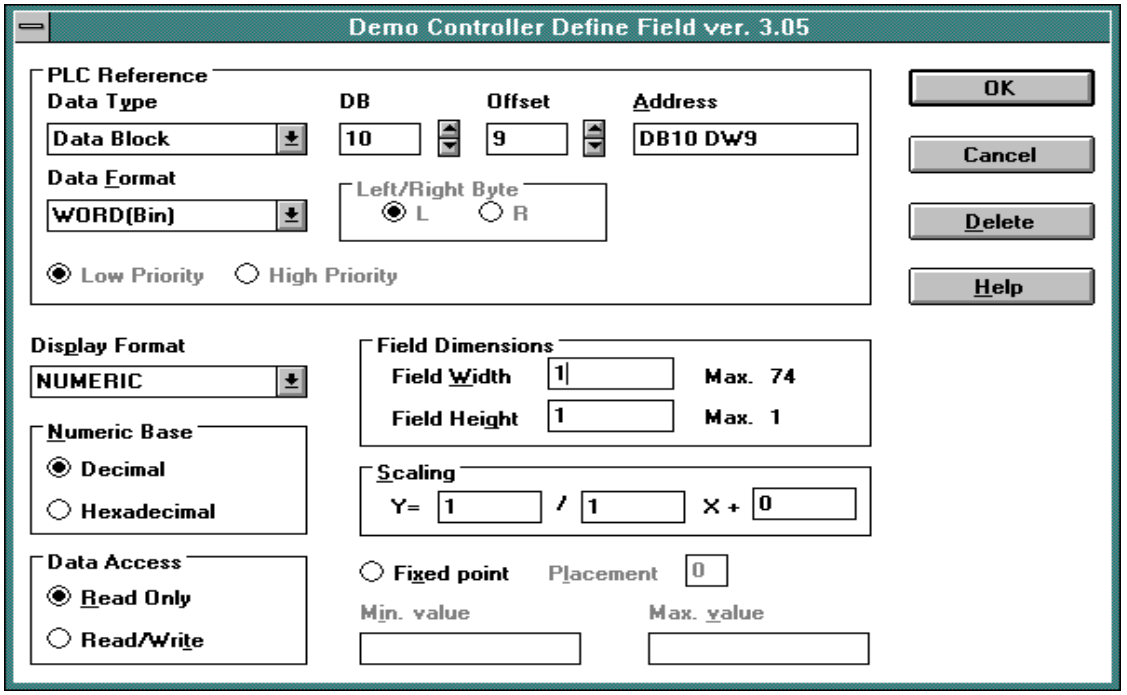

Figure 5
2. Now simply create a numeric field and address it to DB10 DW9. The dialog box of this is shown in Figure 5. Note that since this field is only going to be displaying a single digit, the field width has been reduced to 1.